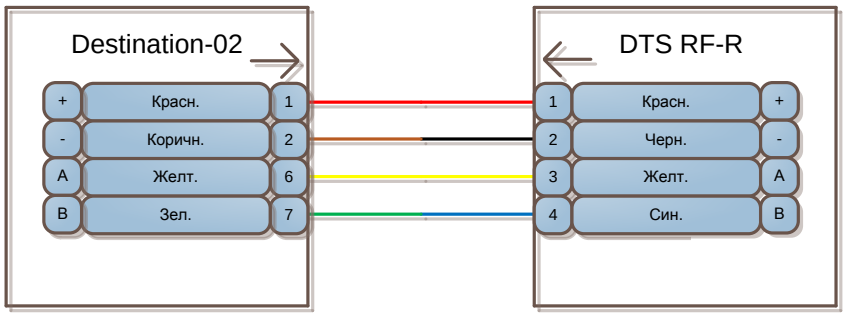

Рис.11
2) подключить приемник к адаптеру программирования кабелем согласно цветовой маркировке проводов (рис.11);